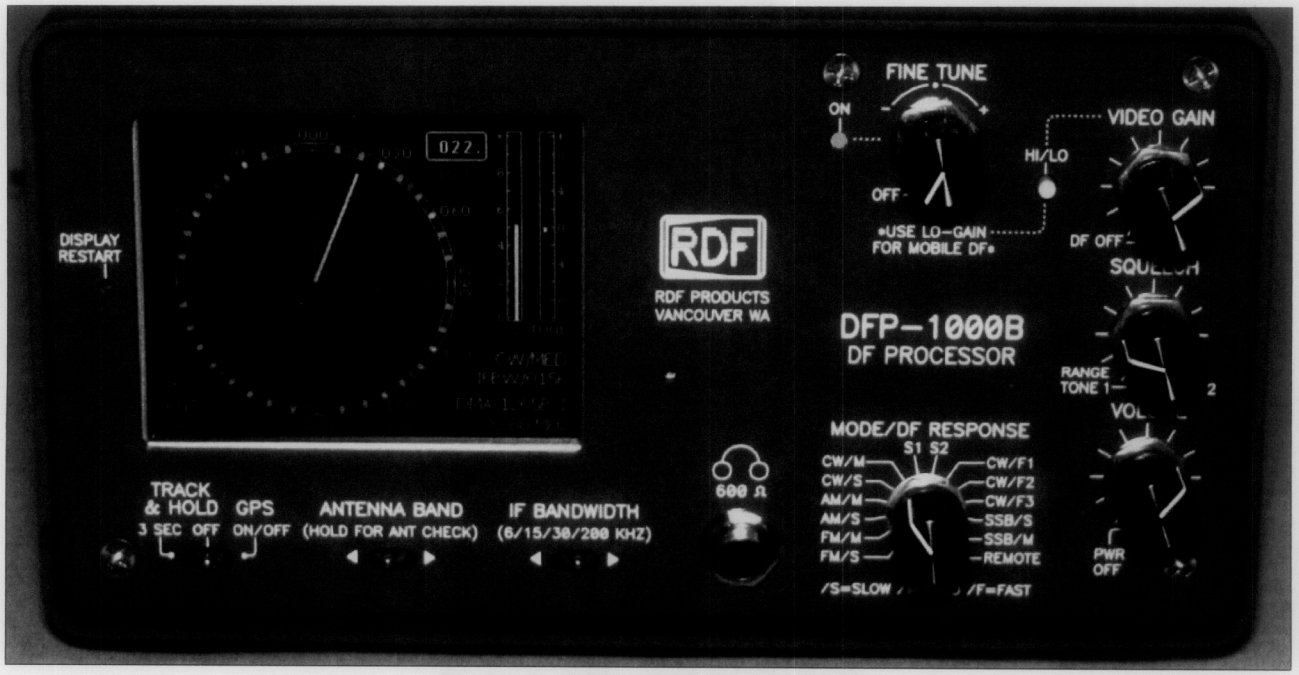

Figure 6 - DFP-1000B Front-Panel
The DFP-1000B relies on a bright, high-contrast high-resolution color TFT display to present DF bearings (see Figure 6). This display is actually part of an internal PDA, which also contains all the software necessary to accept data from a microprocessor inside the DFP-1000B and convert this into useful display information.
Bearings are also presented in 3-digit numerical format (000-359), with a decimal point suffix indicating half-degree increments. (As a case in point, the bearing presented in Figure 6 is 34.5• •) The numeric display is most useful in triangulation, mapping, and other applications that can benefit from its higher resolution and ease of interpretation.
C. FRONT-PANEL DESCRIPTION (Figure 6)